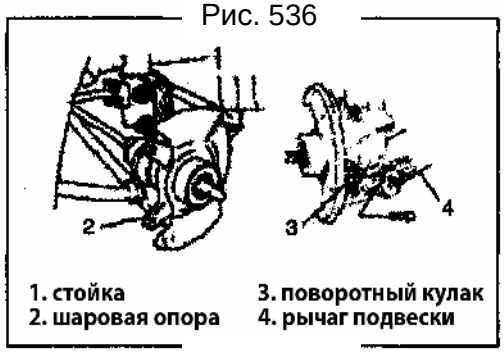

Рис. 537
6) Снимите поворотный кулак (Рис. 537).